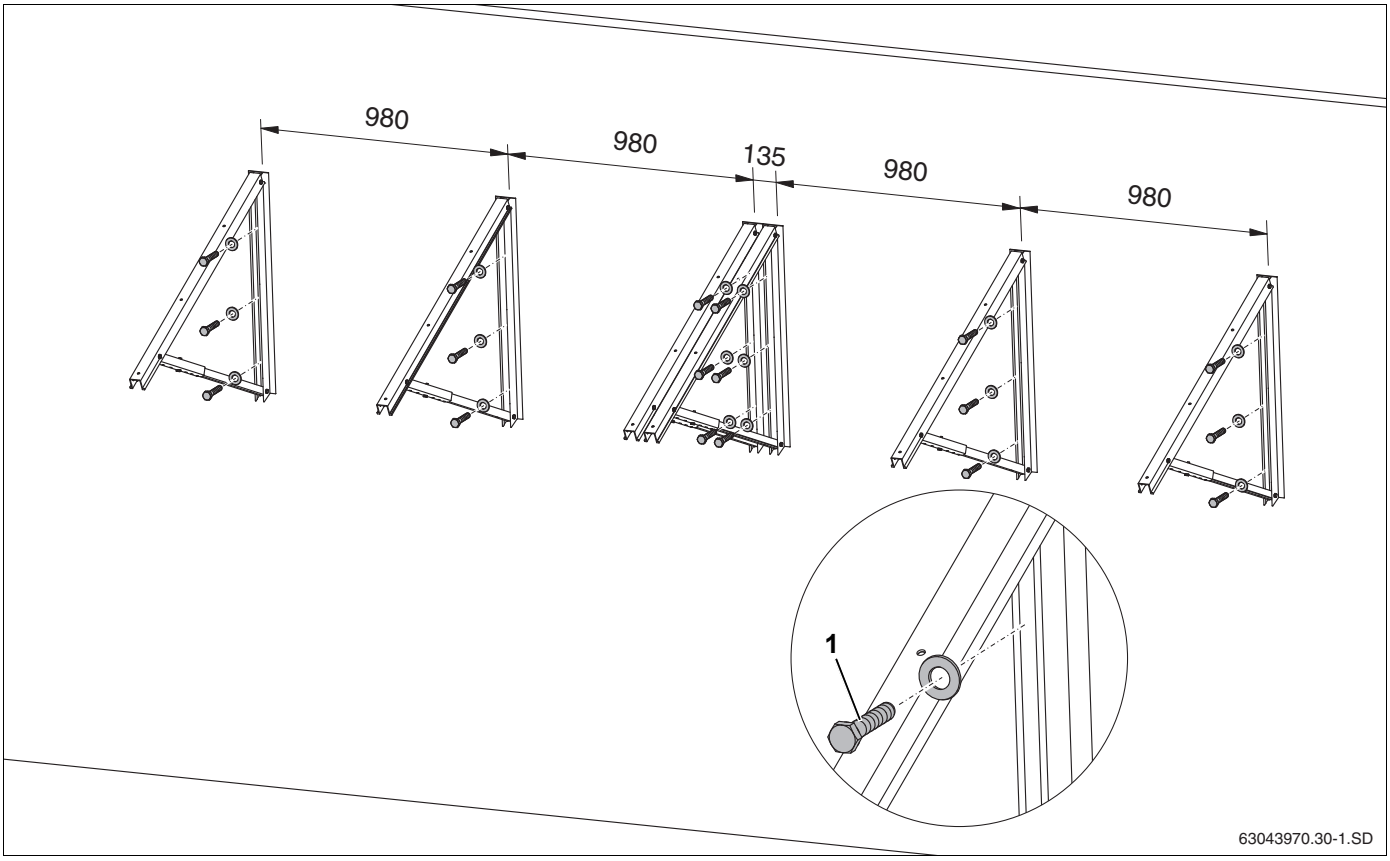

Рис. 30 Расположение опор на фасаде для 2 коллекторов (размеры в мм)
- Каждую опору коллектора нужно закрепить 3 вин-тами (см. таб. 9, рис. 30, **поз. 1**) на фасаде рядом друг с другом.